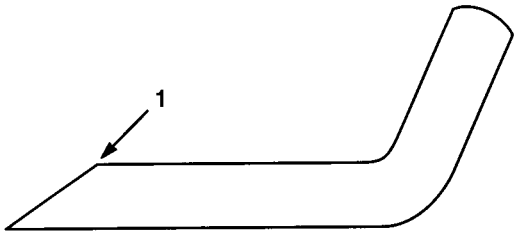

Fig. 17
3. Undersøg alle knivenes skær. Hvis skærene er sløve eller har ujævnheder, skal de slibes. Kun den øverste del af skæret skal slibes og den oprindelige vinkel af knivens skær skal opretholdes for at sikre, at kniven bliver skarp (fig. 17). Kniven vil blive ved at med at være afbalanceret, hvis der fjernes lige meget metal fra begge skær.